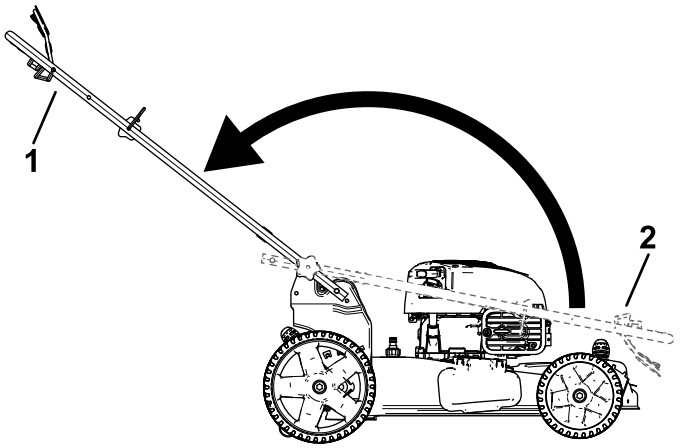

Figura 5
3. Aprite la stegola in posizione di guida, ruotandola all'indietro (Figura 5).